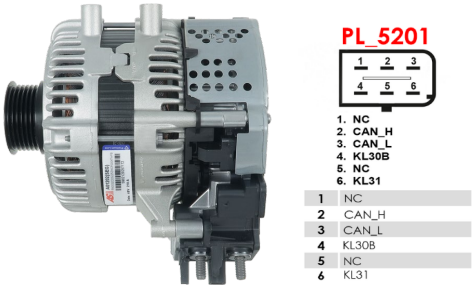

Figure 27. Starter-generator L1TA-11238 and terminal designations in the connector
1.1. As an example, Fig. 27 and Table 7 show the connection diagram for the 48 V starter-generator L1TA-11238.